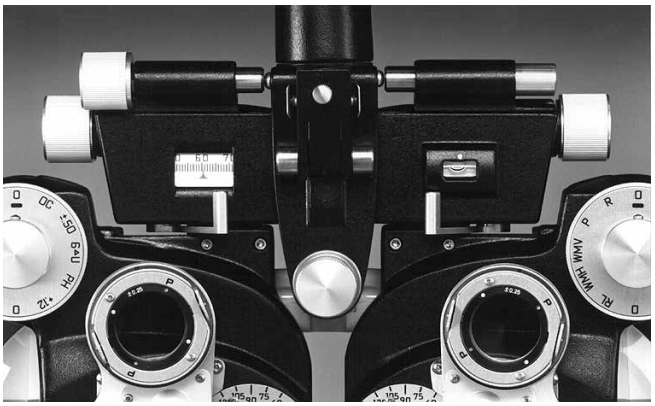

Figura TM-2 Palancas de convergencia hacia adentro (Pruebas de visión de cerca)
1. Todas las pruebas de visión de cerca (retinoscopía dinámica, amplitud de acomodación, cilindro cruzado dinámico, acomodación relativa positiva y negativa, fotometría) se hacen, generalmente, con las palancas de convergencia hacia adentro (posición convergente). Consulte la Figura TM-2.